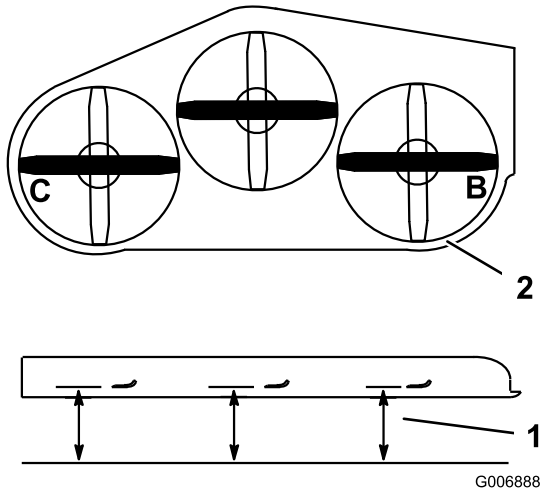

Figuur 80
1. Zet het **rechter** maaimes in de horizontale stand (Figuur 80).
2. Meet het rechtermes bij punt **B**. Meet de afstand tussen een horizontaal oppervlak en de snijrand van het maaimes (Figuur 80).
4. Zet het linker maaimes horizontaal (Figuur 80).
5. Meet het linker mes bij punt **C** (Figuur 80). Meet de afstand tussen een horizontaal oppervlak en de snijrand van het maaimes.